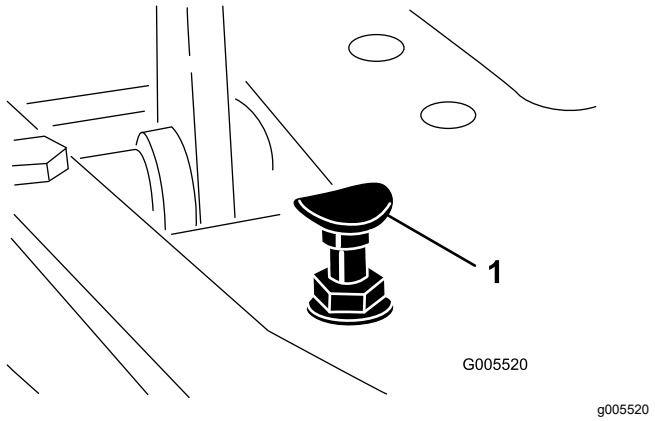

Figure 42
Pour obtenir la vitesse de transport maximale, placez le sélecteur de fonction en position de TRANSPORT et appuyez sur la pédale de déplacement. Si la pédale touche la butée (Figure 42) avant que la tension soit ressentie sur le câble, procédez comme suit :
1. Placez le sélecteur de fonction à la position de TRANSPORT et desserrez le contre-écrou de fixation de la butée de pédale au plancher (Figure 42).